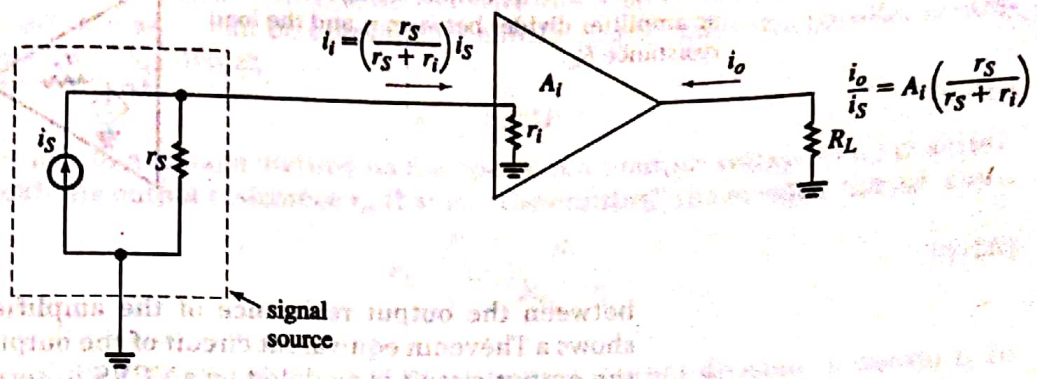

FIGURE 6–7 A current amplifier should have a small input resistance in order to make the quantity $r_S/(r_S + r_i)$ close to 1.
The amplifier shown in Figure 6–8 has $A_i = 10$ and $r_i = 10$ kΩ. It is driven by a signal source that has source resistance r_S. Find the overall voltage gain from source to output when (1) $r_S = 1$ kΩ and (2) $r_S = 10$ kΩ. Note: Observe the orientation of i_o.